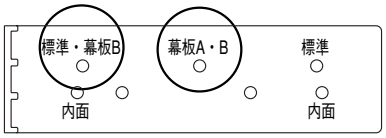

図10-9　孔開け治具
- 孔開け治具の○印の孔を使ってください。（図10-9参照）